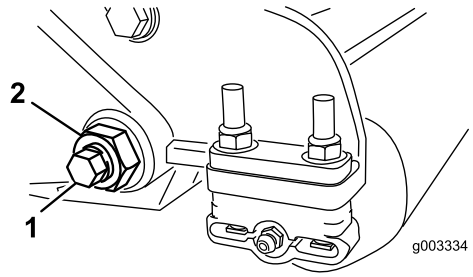
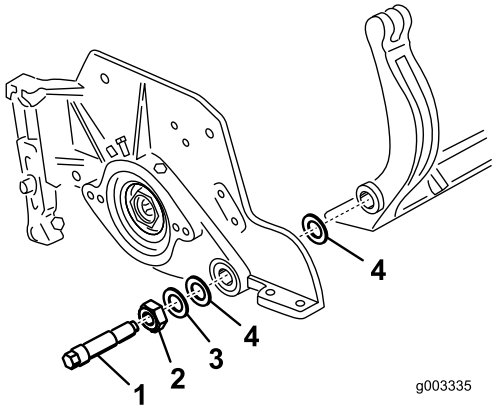
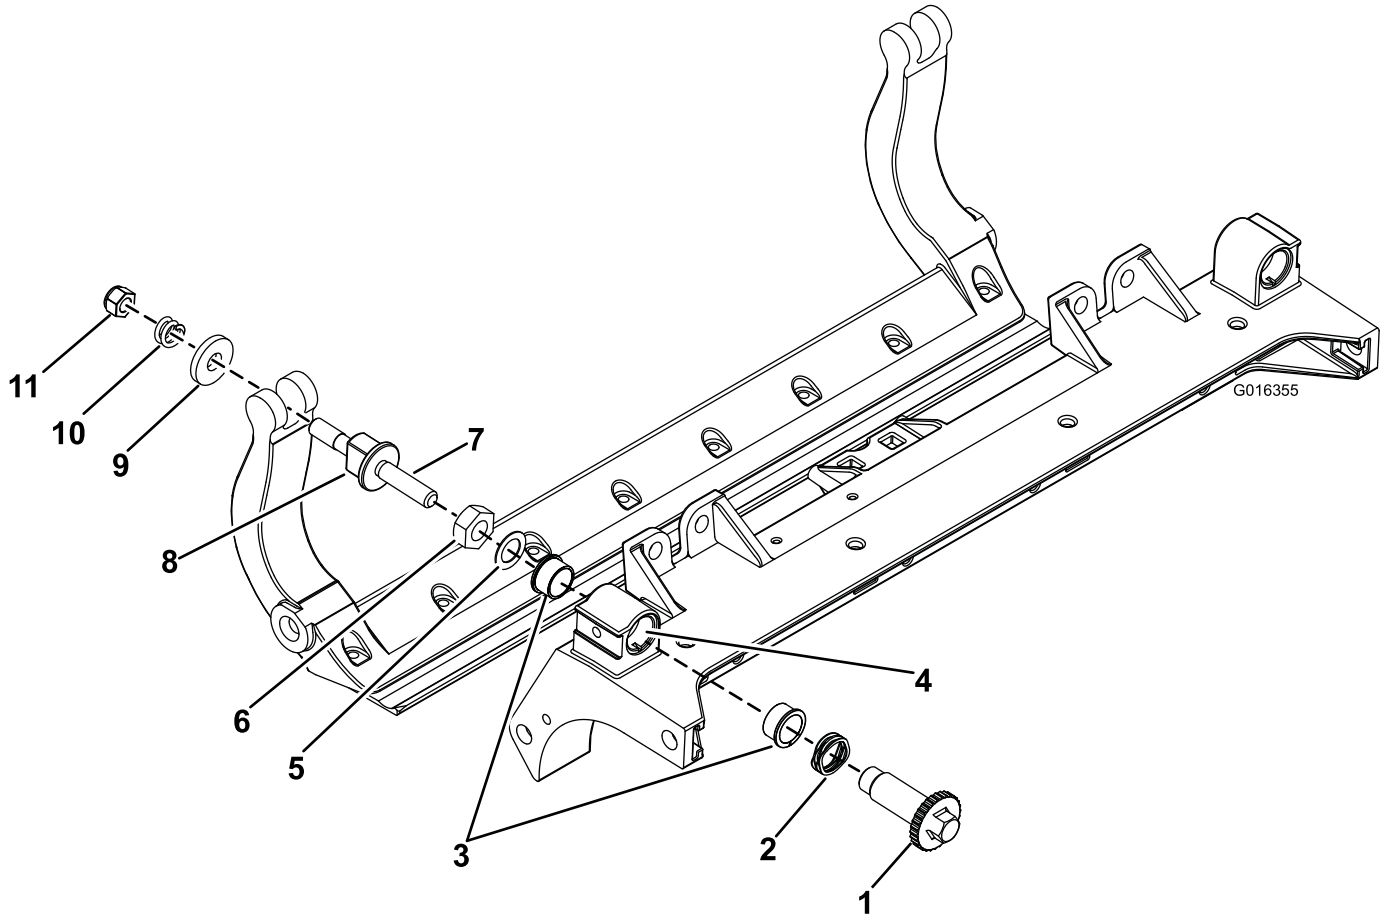

Figur 29
Figur 30
Figur 32
3. Lossa låsmuttern som fäster skruven till underknivsstången på vardera sidan av maskinen (Figur 29).
4. Ta bort skruven till underknivsstången så att denna kan dras nedåt och avlägsnas från maskinen (Figur 29). Beräkna två nylonbrickor och en bricka av stansat stål på vardera änden av underknivsstången (Figur 30).
2. Fäst underknivsstången till vardera sidoplattan med tillhörande skruvar (muttrar på skruvar) och sex brickor. Placera en nylonbricka på vardera sidan av sidoplattans nav. Placera en stålbricka på utsidan av nylonbrickorna (Figur 30). Dra åt underknivsstångens skruvar till 27–36 Nm.
1. Ta bort alla delar (se *monteringsanvisningarna* för HD DPA-satsen med modellnr 120-7230 och Figur 32).
2. Applicera Never Seize på insidan av bussningsområdet på klippenhetens mittram (Figur 32).
3. Rikta in nycklarna på flänsbussningarna mot skårorna på ramen och montera bussningarna (Figur 32).
4. Montera en vågbricka på justeringsaxeln och skjut justeringsaxeln in i flänsbussningarna på klippenhetens ram (Figur 32).
5. Fäst justeringsaxeln med en planbricka och låsmutter (Figur 32). Dra åt låsmuttrarna till 20–27 Nm.
9. Fäst underknivsstången på vardera sidoplåten med tillhörande skruvar (muttrar på skruvar) och sex brickor. En nylonbricka placeras på vardera sidan om sidoplattans nav. Placera en stålbricka på utsidan av varje nylonbricka (Figur 32). Dra åt underknivsstångens skruvar till 37–45 Nm. Dra åt låsmuttrarna tills den yttre stålbrickan slutar att rotera och spelet försvinner, men dra inte åt för hårt och böj inte sidoplåtarna. Det kan finnas ett mellanrum vid brickorna på insidan (Figur 30).